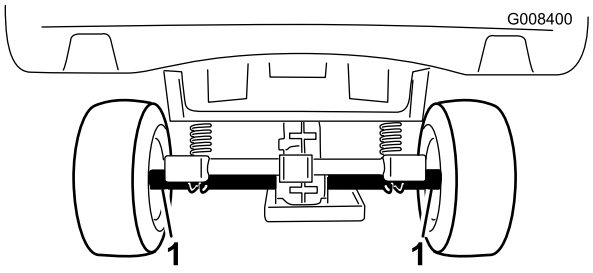
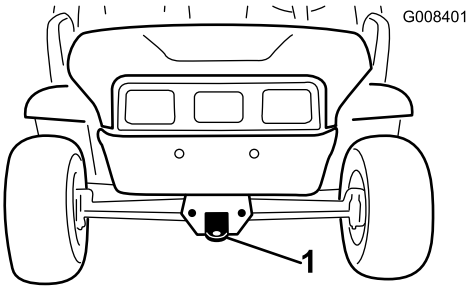

**Figur 18**
**Figur 19**
på släpet. Se Figur 18 och Figur 19 för fästpunkternas placering.
2. Fäst en bogserlina i bogseröglan framtill på ramen (Figur 19).